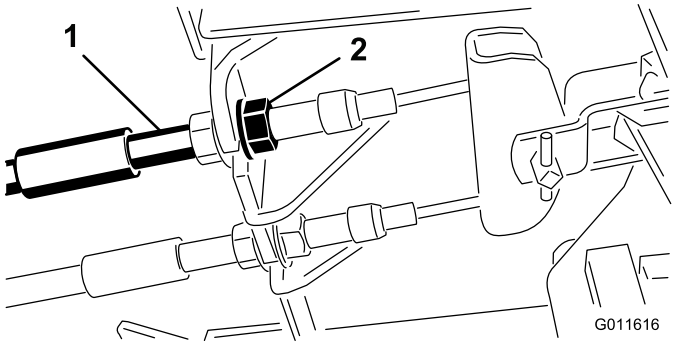

Figuur 68
1. Om de speling op de rempedalen te verkleinen, draait u de remmen vast. Draai hiervoor de voorste moer op het draadeinde van de remkabel los (Figuur 68).